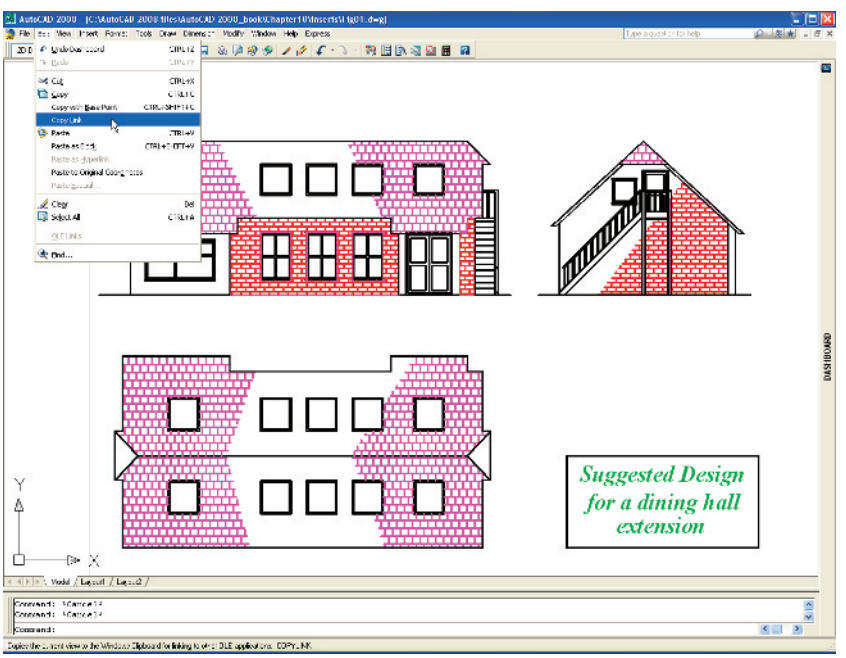

Fig. 10.1 A drawing in the AutoCAD 2008 window showing **Copy Link** selected from the **Edit** drop-down menu
1. Open any drawing in the AutoCAD 2008 window (Fig. 10.1).
2. *Left-click* **Copy Link** in the **Edit** drop-down menu (Fig. 10.1).